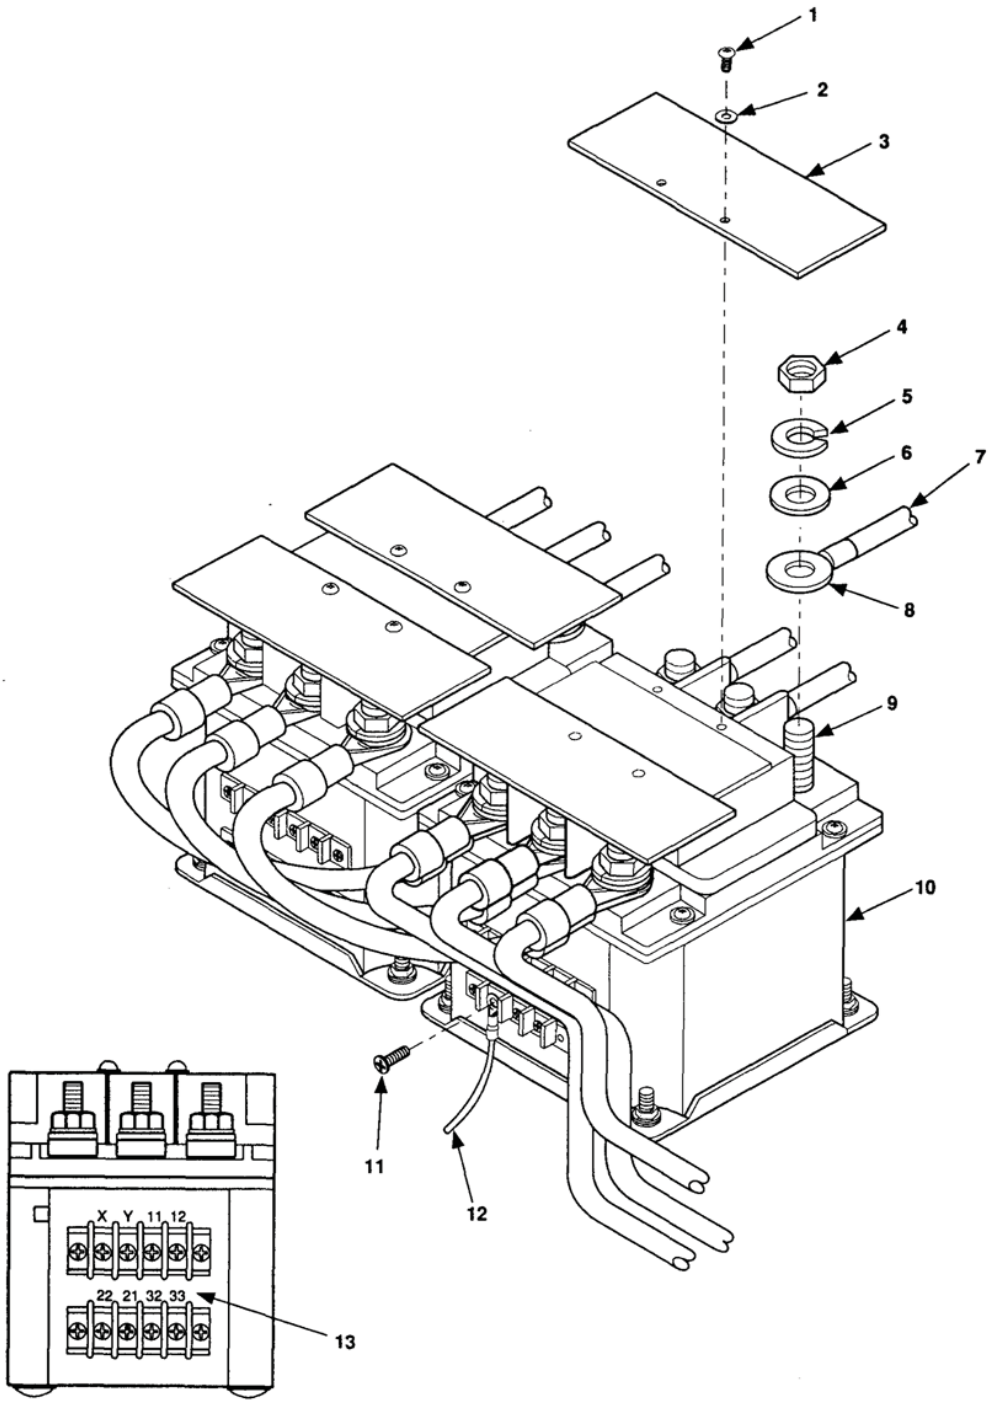

Figure 2. Disconnect Switch Box Harness W9 From Contactor.
1. Remove two screws (Figure 2, Item 1), lockwashers (2), and contactor shields (3) that cover contactor terminals A2, B2, and C2 of contactor K1 and K2, and terminal A1 of contactor K2.
2. Refer to Table 1 and wiring diagram (FO-1), tag leads, and remove nut (4), lockwasher (5), and flat washer (6) from contactor terminals (9) and remove W9 leads.
3. Tag and remove leads (12) from terminals (13) by removing screws (11).
8. Refer to Table 1 and install W9 wires (Figure 2, Item 7), flat washers (6), lockwashers (5), and nuts (4) on contactor terminals (9).
9. Refer to Table 1 and install W9 leads (12) on terminals (13) using screws (11).
10. Install contactor shield (3), two lockwashers (2), and screws (1) over contactor terminals A2, B2, and C2.